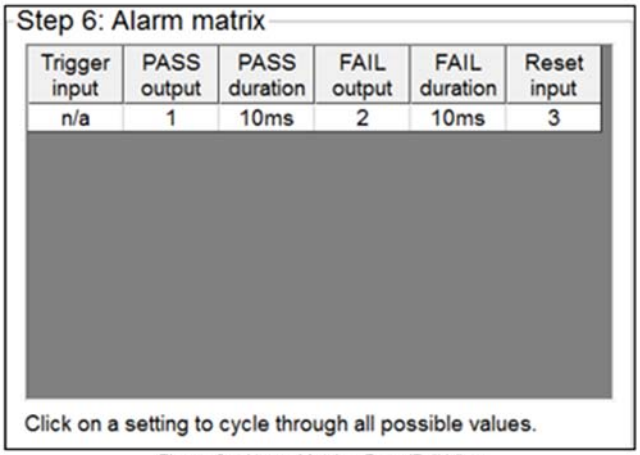

Figure 2: Alarm Matrix: Pass/Fail View
- The “Alarm Matrix: Pass/Fail View” (Figure 2) is I/O based on the pass or fail status of the entire inspection. If using this configuration, see the “Error Condition: Pass/Fail View” section below.